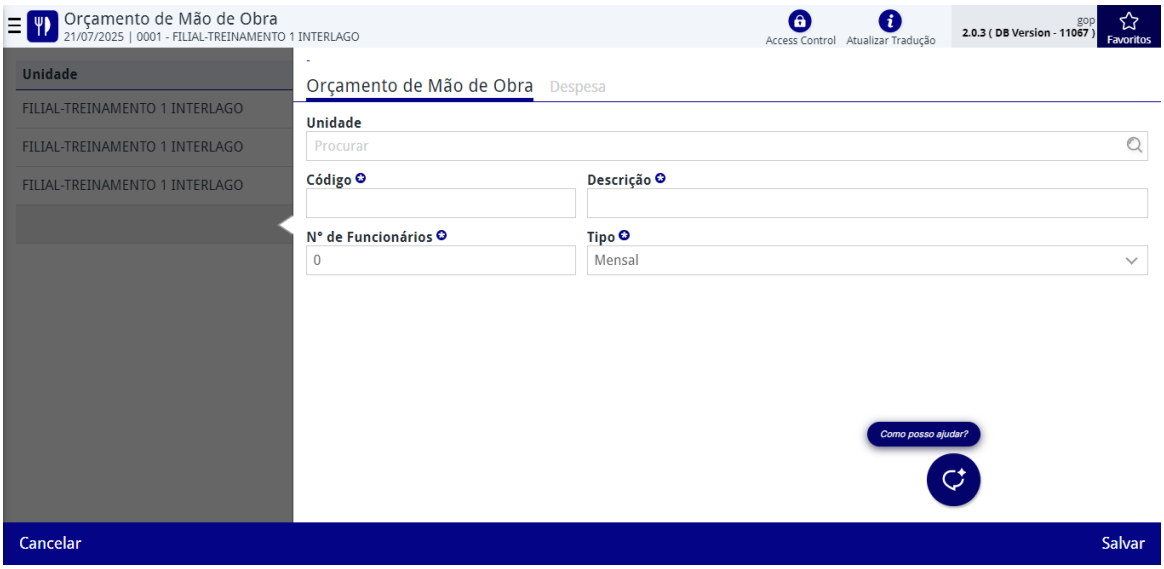

Figura 96: Formulário
3. Preencha os campos no formulário (Figura 96) com as informações solicitadas: